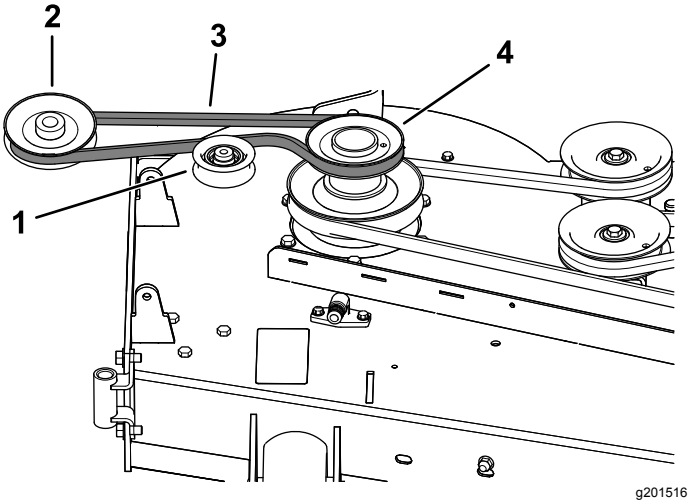
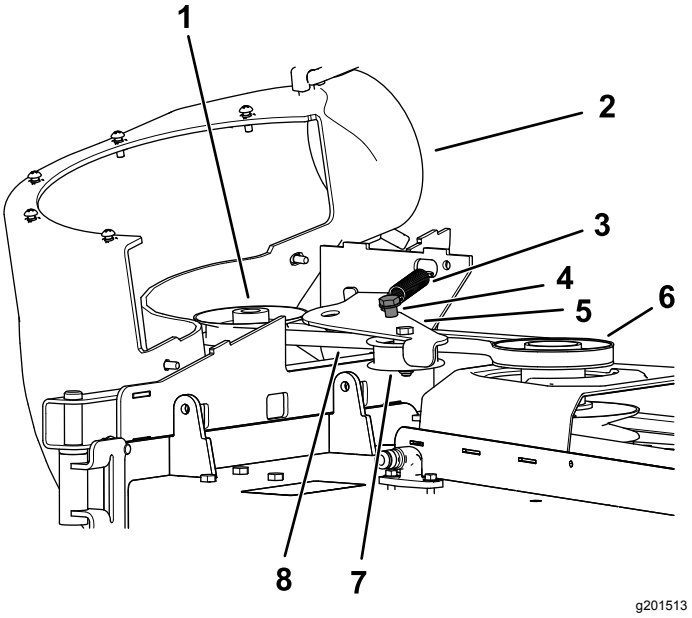

Figur 25
Figur 26
1. Hvis nødvendig, fest remmen til vifteremskiven (Figur 25).
1. Monter remmen rundt vifteremskiven (Figur 25 og Figur 26). Se 10 Montere vifteenheten (side 14).
3. Dra den fjærbelastede lederullen bort fra den faste fjærposten, og legg remmen rundt remskiven på klippeenheten (Figur 26).
4. Legg remmen rundt lederullen, som vist i Figur 25 og Figur 26.